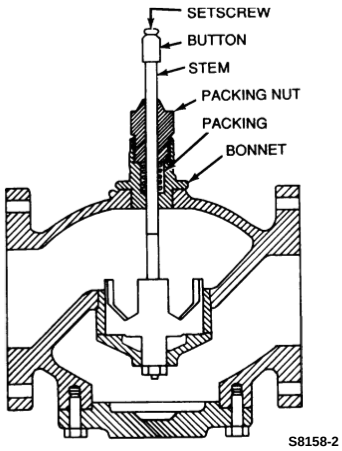

Fig. 14. V5011B and E Reverse Acting Flanged Body Valve—Cutaway.
e. V5011B and E Reverse Acting Flanged Body Valves (Fig. 14). Unscrew the Bonnet. Remove the Adapter Flange at the bottom of the valve by unscrewing the Mounting Screws. Remove the Stem and Plug.